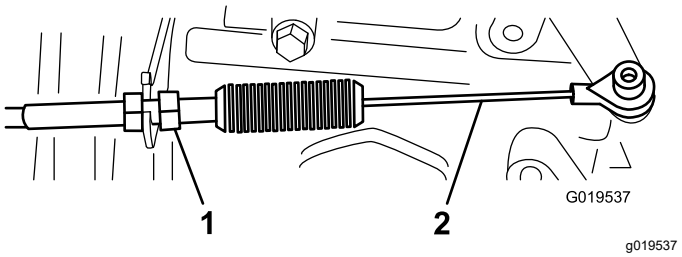
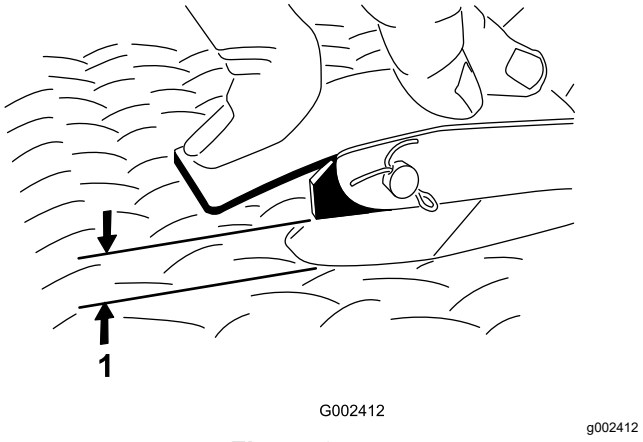

**Figura 66**
**Figura 67**
2. Ajuste la articulación esférica del cable del acelerador (Figura 66) hasta que haya un espacio de 2.54 a 6.35 mm (0.100"-0.250") entre el brazo del pedal del acelerador y el borde superior del dibujo a rombos de la chapa de suelo (Figura 67) al aplicar una fuerza de 11.3 kg (25 libras) al centro del pedal.
3. Apriete la contratuerca (Figura 66).